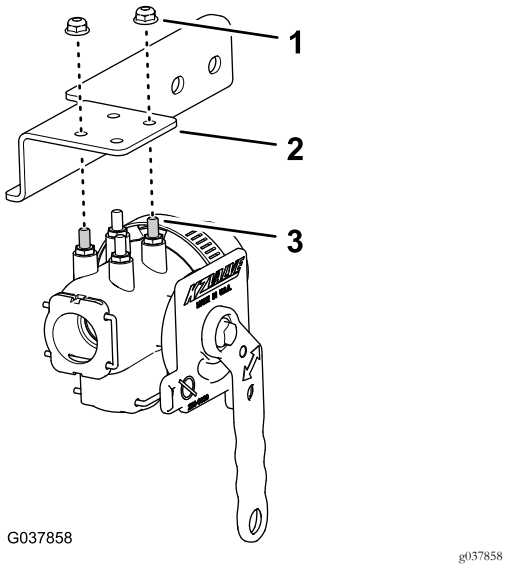

Figura 61
1. Alinee los espárragos de la válvula de cierre del eyector con los orificios del soporte de la válvula de cierre (Figura 61).
2. Monte la válvula en el soporte (Figura 61) con las 2 contratuercas con arandela prensada (¼"), y apriete las contratuercas a 52–67 N·m.